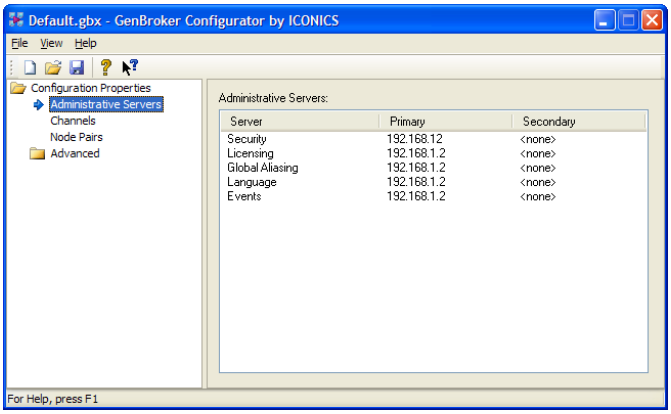

Figure L8.13: Setting the Primary Servers
9. Finally, click on **Administrative Servers** and set Primary to **Mywebserver**, which has IP address **192.168.1.2** as shown in **Figure L8.13.**